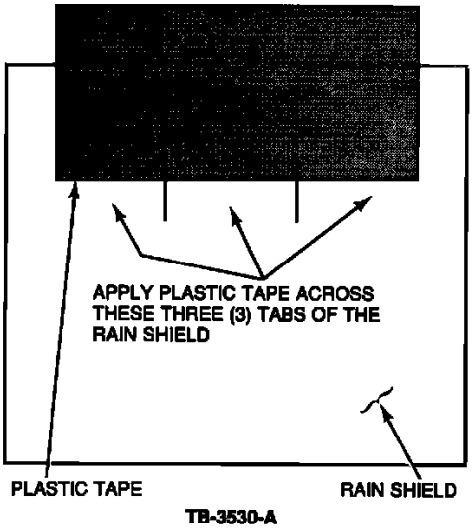

Figure 1
6. Apply plastic tape across the three (3) tabs of the rain shield (F32Z-18B808-A) as shown in Figure 1.